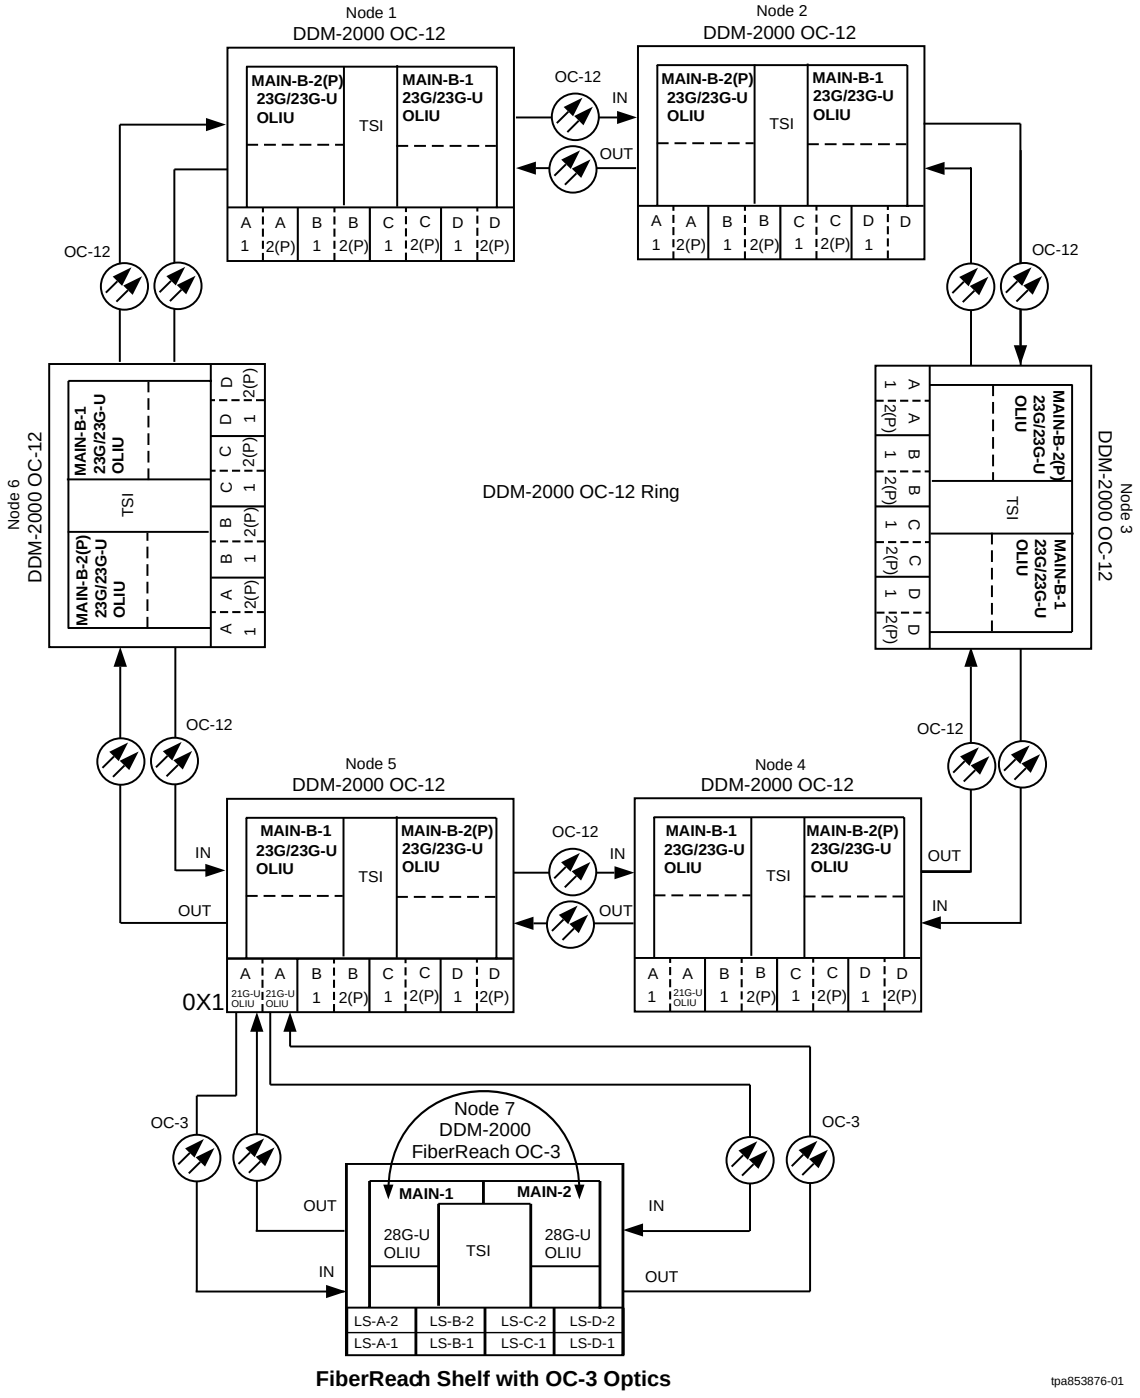

Figure 1 – Example OC-3 Single-Home Ring Configuration Connections
A single-homed ring configuration requires that the **FUNCTION UNITS ( ) 1 OLIU** on the OC-12 shelf connect to the **MAIN-1 OLIU** at the FiberReach OC-3 shelf. The **MAIN-2 OLIU** at the FiberReach shelf on the OC-3 ring connects to **FUNCTION UNITS ( ) 2(P) OLIU** on the host OC-12 shelf. See Figure 1. This procedure will establish the ring configuration starting from the OC-12 host node to the FiberReach OC-3 node, then from the FiberReach OC-3 node back to the host OC-12 node.
At the near end, remove the optical loop from the **OLIU** (for example in Figure 1, Node 5 OC-12 shelf **FUNCTION UNITS A 1**) associated with the optical span being established. At the other end of the optical span, remove the optical loop from the associated **28-Type OLIU** (for example, in Figure 1, Node 7 FiberReach shelf **MAIN-1 OLIU**).